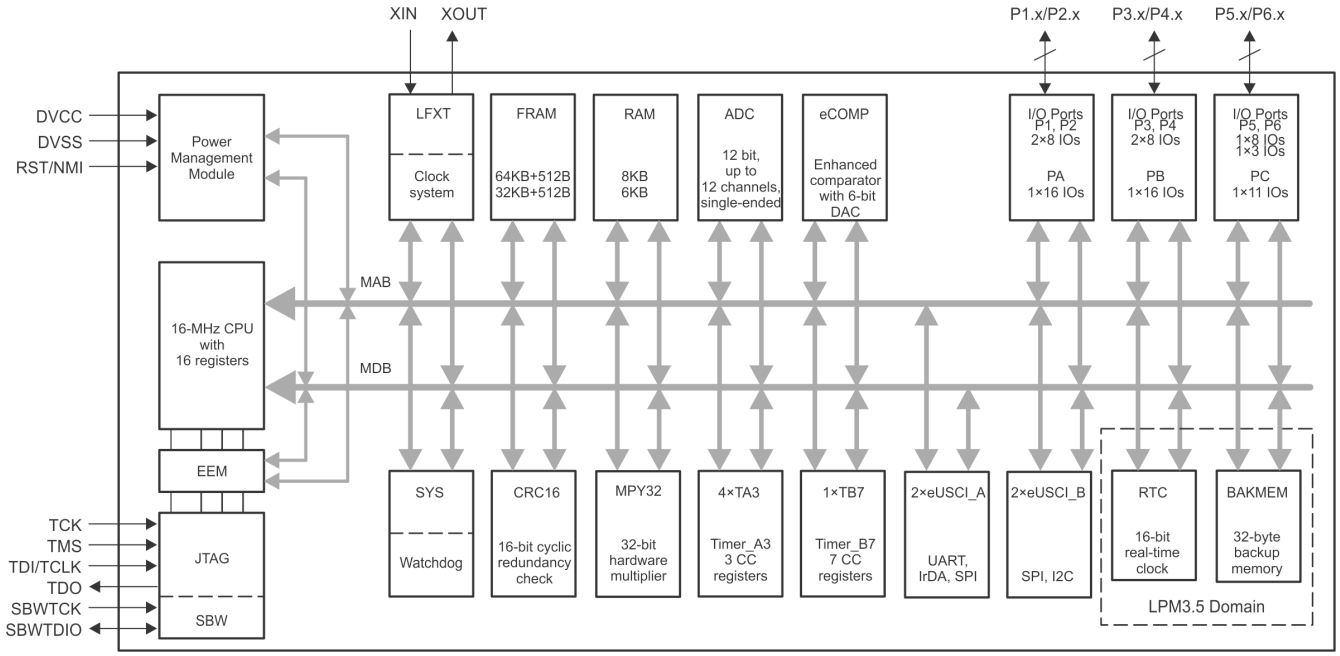

図 4-1. 機能ブロック図
機能ブロック図を、図 4-1 に示します。
- 図 4-1「*機能ブロック図*」の *MSP430FR2673* と *MSP430FR2672* のメモリ・サイズを追加 3